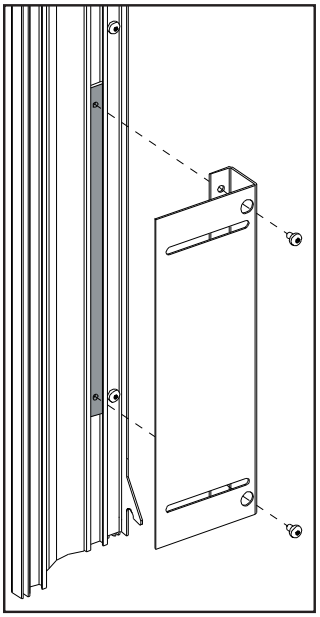

Figure 62: Installing Mounting Bracket.
10. Fasten a mounting bracket to each of the four (4) mounting bracket backs using two (2) #8 T-20 screws (see Figure 62). They should be tight enough that they hold together but loose enough to slide them in the slots.